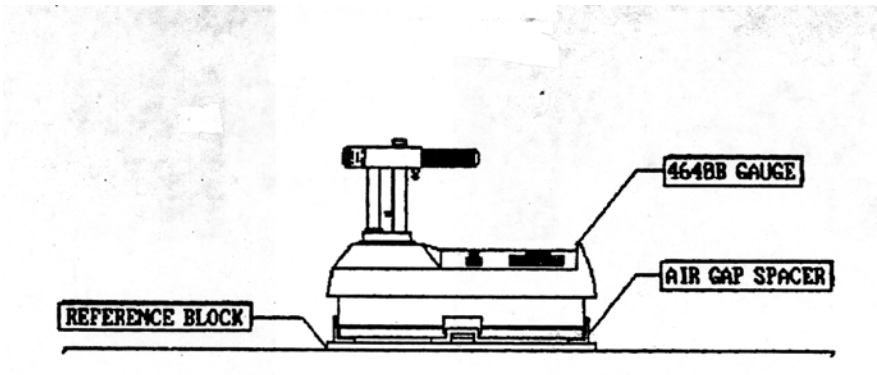

Figure 1 - 4640-B Standard Count
8. If using a 4640-B Nuclear Gauge place the Air Spacer Gap in the middle of the Standard Reference Block and orient the Air Spacer so that when the nuclear gauge is placed on the Air Spacer, the keypad can be read while the gauge operator is facing the handle on the Block (Refer to Figure 1).